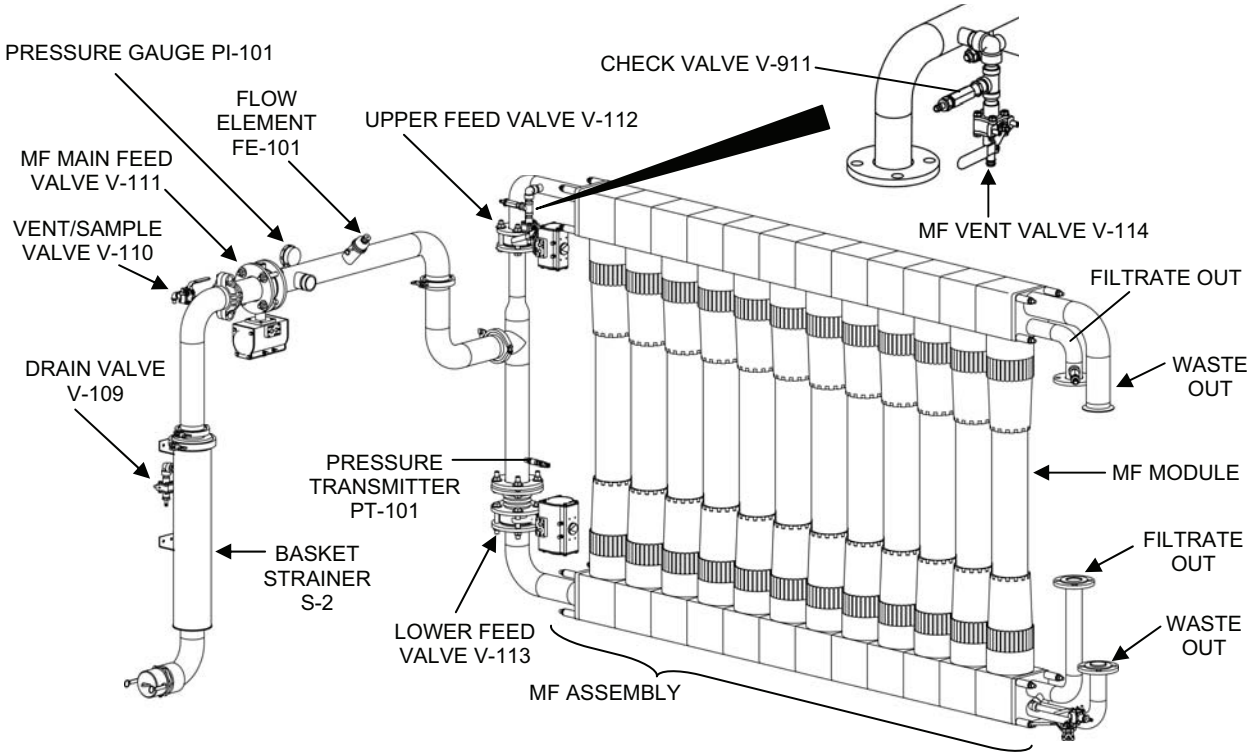

Figure 9. MF System: Strainer S-2 to MF Modules.
- **Two 3-in., 10-ft. long discharge hose**. Connect the MF Feed Pump P-3 discharge hose to the TWPS skid connection at Basket Strainer S-2 (Figure 9 for Basket Strainer S-2).
MF System: Strainer S-2 to MF Modules (Figure 9)
- **Pressure Gauge PI-101**. Measures pressure of the MF feed supplied to the micro-filter (MF) assembly. The pressure indication is for operator reference.
- **Flow Element FE-101 and Flow Transmitter FT-101**. (FT-101 is not shown in Figure 9. It is located in the instrument/solenoid panel box shown in Figure 23). FE-101 and FT-101 measure the MF flow (feed flow to the MF assembly when filtering, backwash flow to the MF assembly during backwash). This flow is displayed at the operator control panel (OCP).
- **Micro-Filtration (MF) Assembly.** Consists of 12 parallel filter modules, MF-1 through MF-12, that remove suspended solids and microorganisms from the MF feed water. Each filter module contains a filter element that is composed of a bundle of hollow, porous fibers. MF feed water enters the MF assembly, passes through the porous wall of each fiber and exits the hollow core of each fiber as filtrate (filtered MF feed water). The suspended solids and microorganisms that accumulate on the fibers are removed from the fibers during regular automatic backwashes.
- **Pressure Transmitter PT-102.** Measures filtrate pressure. The difference between the feed pressure measured by PT-101 (Figure 9) and the filtrate pressure is the trans-membrane pressure (TMP pressure drop across the membranes or filter element fibers of the MF assembly). TMP (pressure drop) is displayed at the operator control panel (OCP) and is an indication of how porous or how clogged the fibers are. A high TMP indicates that the MF fibers are becoming clogged with material and need to be cleaned.
- **MF Filtrate Pressure Gauge PI-201.** Measures the filtrate pressure in the line between the micro-filter (MF) assembly and the RO feed tank. The pressure indication is for operator reference. The operator can compare the PI-101 feed pressure gauge reading with the PI-201 filtrate pressure gauge reading as a manual check against the TMP that is measured automatically by Pressure Transmitters PT-101 and PT-102.